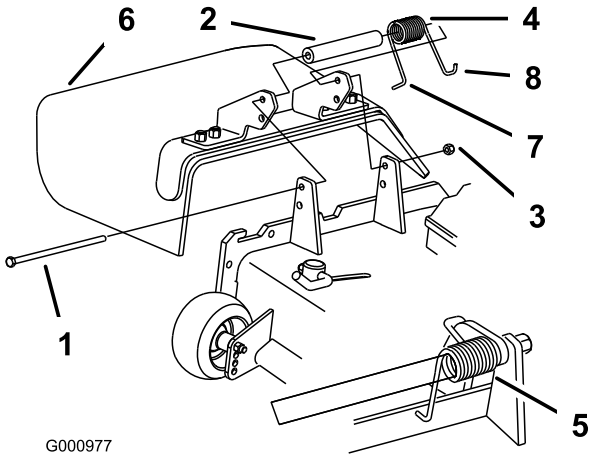

**Figur 82**
1. Fjern låsemøtrikken, bolten, fjederen og afstandsklodsen, som fastholder græsdeflektoren til akselbeslagene (Figur 82). Fjern den beskadigede eller slidte græsdeflektor.
**Bemærk:** Sørg for, at fjederens L-formede ende monteres bag skjoldets kant, før bolten monteres som vist i Figur 82.
3. Monter bolten og møtrikken. Placer fjederens **J**-formede ende omkring græsdeflektoren (Figur 82).